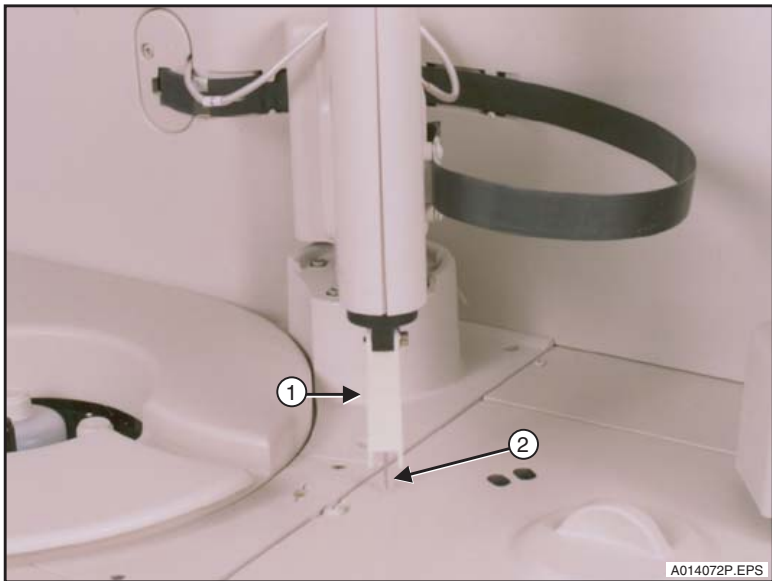

Figure 10.25</td></tr>
<tr><td>3</td><td>Raise the probe guard (1) to expose the probes and verify that the probe is aligned with the Crane Mixer/Paddle (2). (Refer to Figure 10.25.)